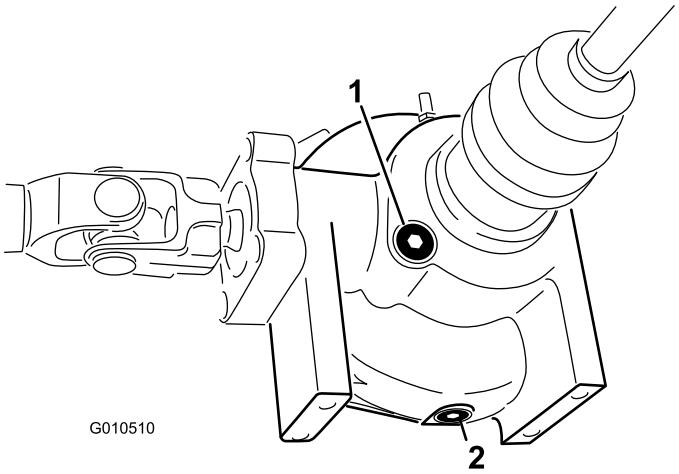

Figur 53
2. Rengjør området rundt tappepluggen på siden av differensialen (Figur 53).